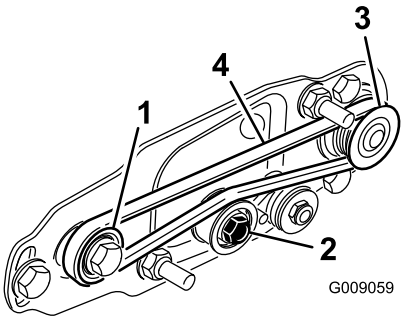

Figura 25
- Coloque la correa alrededor de la polea **arrastrada** y luego por encima de la polea tensora (Figura 25).
- Empiece a colocar la correa en la polea **motriz** (Figura 25).